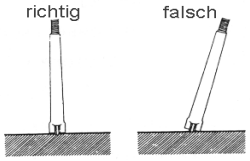

Abb. 8
* Beim Messen von Oberflächentemperaturen auf guten Kontakt der Temperatursonde mit der zu messenden Oberfläche achten (Abb. 8).